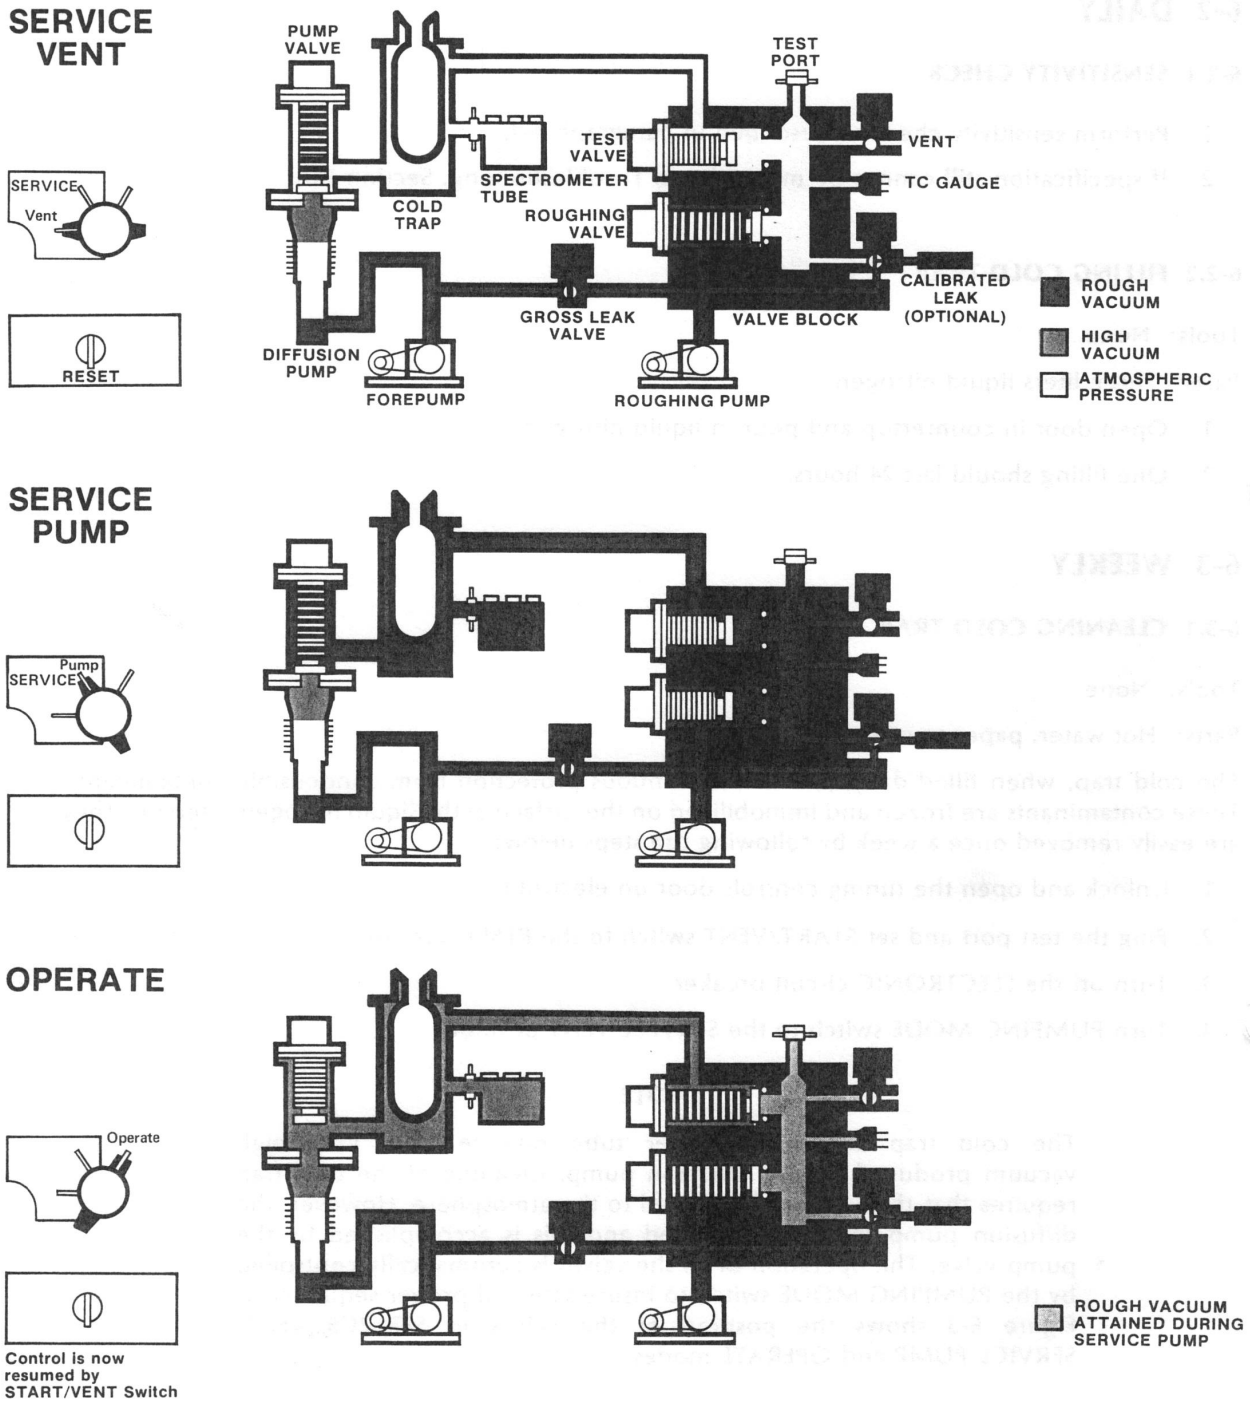

Figure 6-3. Service and Operate Modes, Showing Valve Positions.
The cold trap and spectrometer tube operate at a very high vacuum produced by the diffusion pump. Cleaning of the cold trap requires that this vacuum be vented to the atmosphere. However, the diffusion pump must be protected and this is accomplished by the pump valve. The operation of all the valves is automatically controlled by the PUMPING MODE switch to insure safe and proper sequencing. Figure 6-3 shows the position of the valves in SERVICE VENT, SERVICE PUMP and OPERATE modes.
1. Plug the test port, then turn PUMPING MODE switch to the SERVICE PUMP position. (Figure 6-3 shows valve positions.)